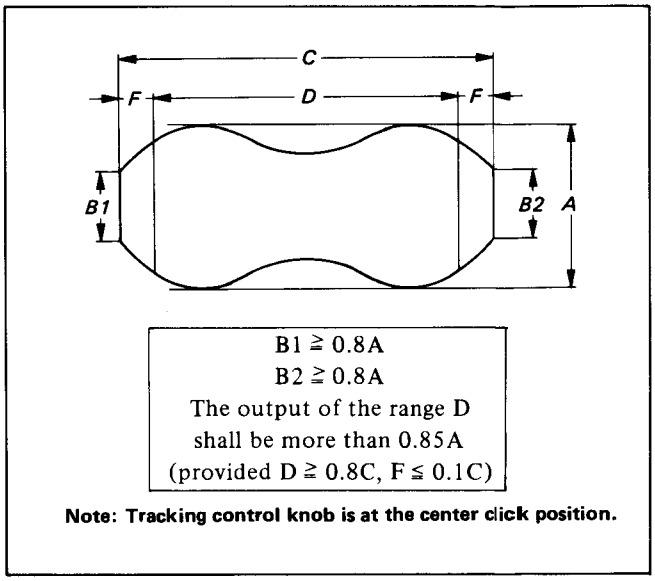

Fig. 4-20
4) Play back the recorded part and check that the RF output satisfies the conditions described in Fig. 4-20. (Operate this procedure for both Ach and Bch)